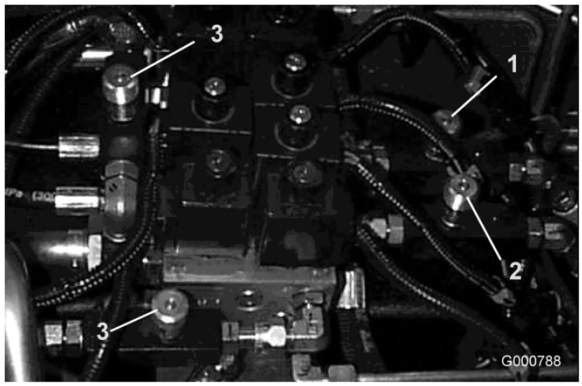

Figur 74
1. Find ventilerne under sædet til justering af de forreste klippeenheder (Figur 74).
9. Find ventilerne under sædet til justering af de yderste klippeenheder (Figur 74).